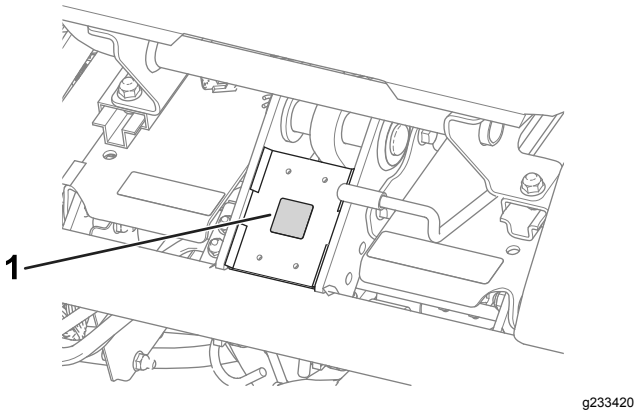

**Figur 10**
- Placera CE-märkningsdekalen på ramen under sätets främre del (Figur 10).